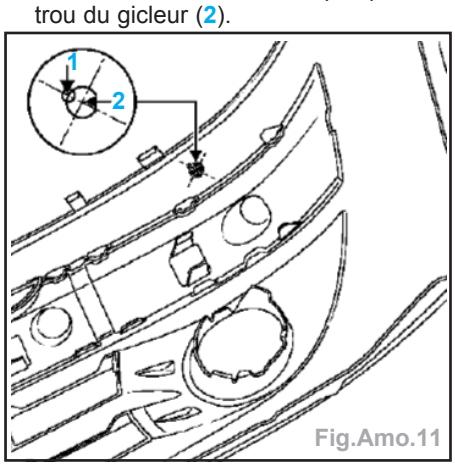

Fig.Amo.11
- Utiliser (Fig.Amo.11) :
• un foret de 3 mm de diamètre pour percer le trou d'indexage (1),
• un foret de 3 mm de diamètre, pour percer l'avant-trou et terminer l'opération avec une fraise conique pour le trou du gicleur (2).